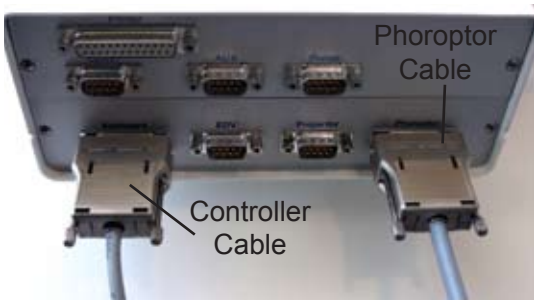

Figure SU-09, Cables
3. Connect the Auto Phoroptor RS head to the Central Unit using the Phoroptor Cable (P/N 559-275) and connect the cable to the Phoroptor port. Refer to Figure SU-09.
4. Connect the Controller to the Central Unit by attaching the built-in cable to the keyboard port. Refer to Figure SU-09.